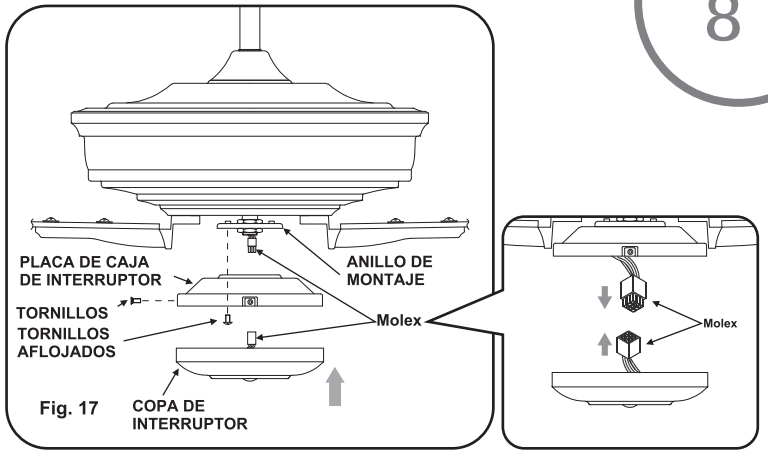

Fig. 17
Paso 4. Sujeta la caja del interruptor bajo el ventilador, mientras cierre firmemente y juntos los molexes de alambres . (Fig. 17)